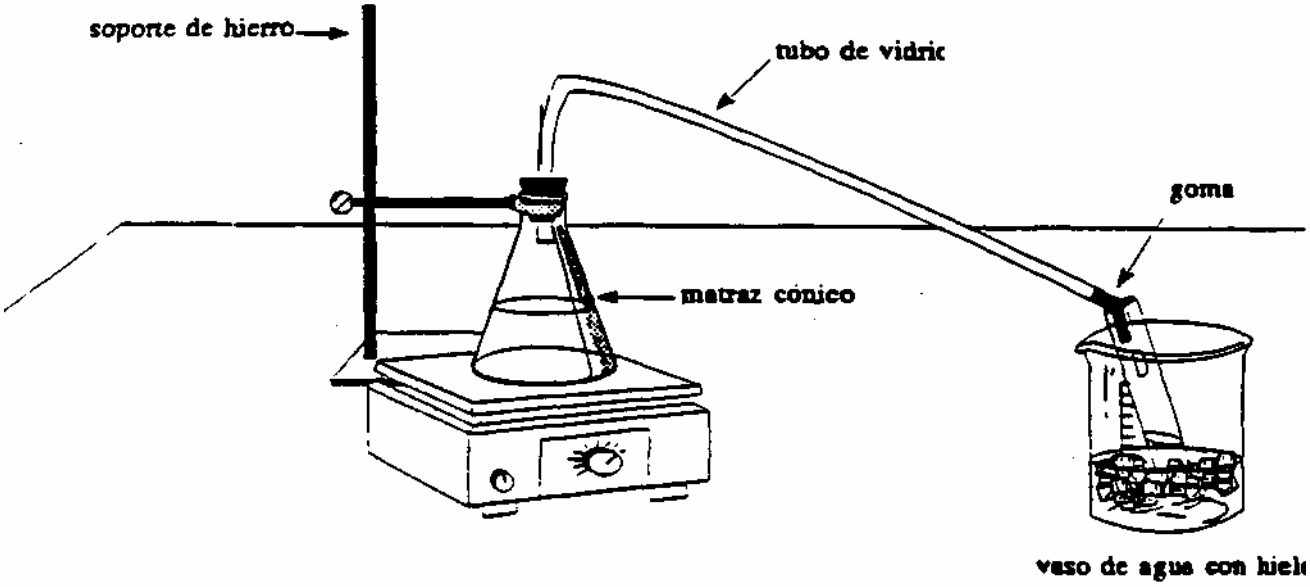

Figura 1
1. Prepare un sistema de destilación según se demuestra en la Figura 1.
6. Luego de tener todo el sistema conectado (Figura 1), eche 75mL de la mezcla B en un matraz cónico de 250mL. Añade 2 ó 3 “boiling chips” al matraz. Estos son materiales porosos que evitan el sobrecalentamiento de la mezcla evitando así que ésta salpique. La mezcla B se calienta y cuando se produce la ebullición, los vapores pasan al refrigerante, se enfrían y empiezan a condensarse. El agua condensada (líquida) se recoge en el tubo de ensayo. Es una magnífica oportunidad para integrar estos procesos con los procesos de cambio físico estudiados el Bloque **Pensando y Trabajando como Científicos**, con los conceptos de calor y temperatura del Bloque **¿Caliente o Frío?**